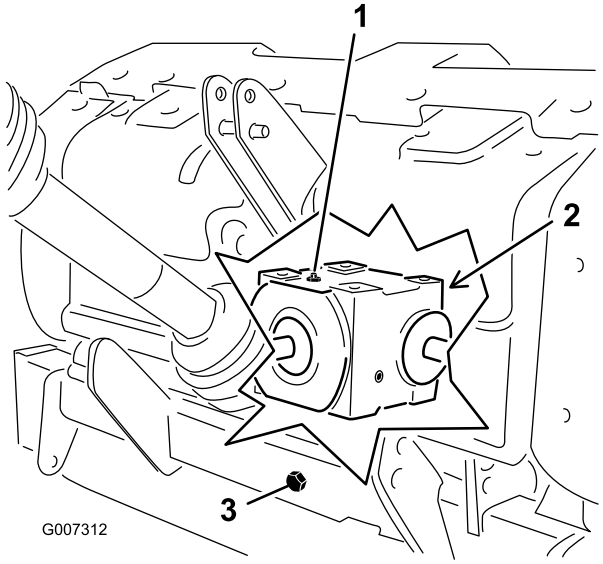

**Figur 27**
2. Ta bort kontrollpluggen från växellådan (Figur 27).
3. Kontrollera att oljan når upp till den nedre delen av kontrollpluggshålet i växellådan (Figur 27).
1. Ta bort skräp från påfyllningspluggen och tappa ur locket för att undvika kontamination (Figur 27).